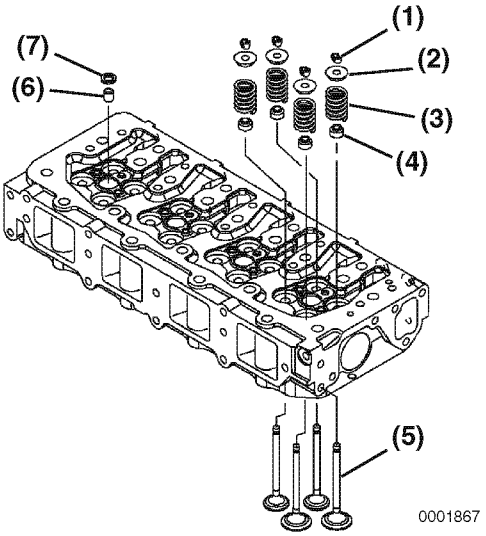

Figure 6-69
4. Place all the valves **(Figure 6-69, (5))** in their proper location in the cylinder head.
5. Place the cylinder head on the workbench with the combustion side down. Install the valve spring **(Figure 6-69, (3))** and spring retainer **(Figure 6-69, (2))**.
7. Insert the valve keepers **(Figure 6-69, (1))** and slowly release the tension in the valve spring. Repeat the steps on all the remaining valves.